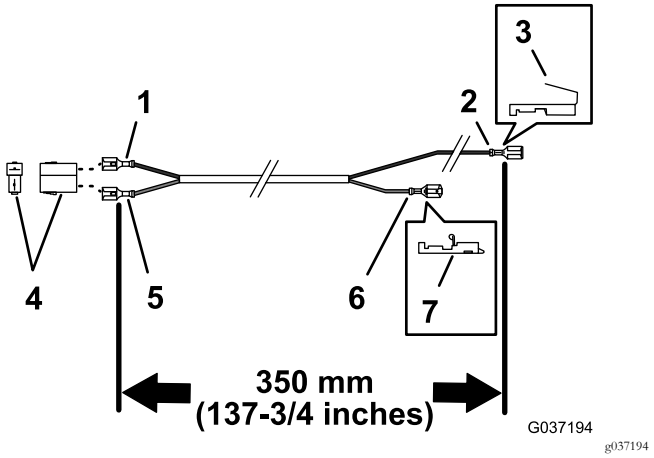

Figure 25
1. Localisez le faisceau de câblage de 350 cm (sans cosse à anneau) comme montré à la Figure 25.